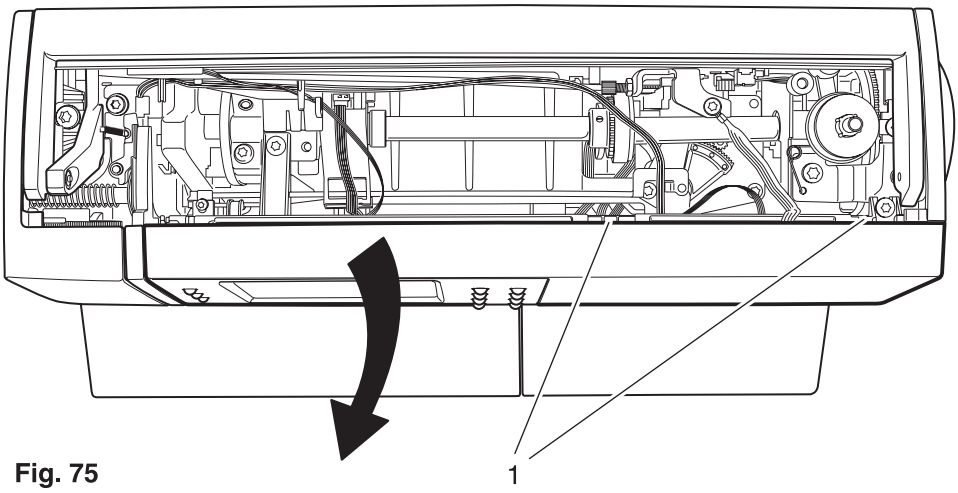

Fig. 75
- Raise both lugs 1 slightly and remove the facing panel of the front housing panel in the direction of the arrow (fig. 75).
- Mount the facing panel onto the front housing panel and make sure that both lugs 1 lock fully into place (fig. 75).